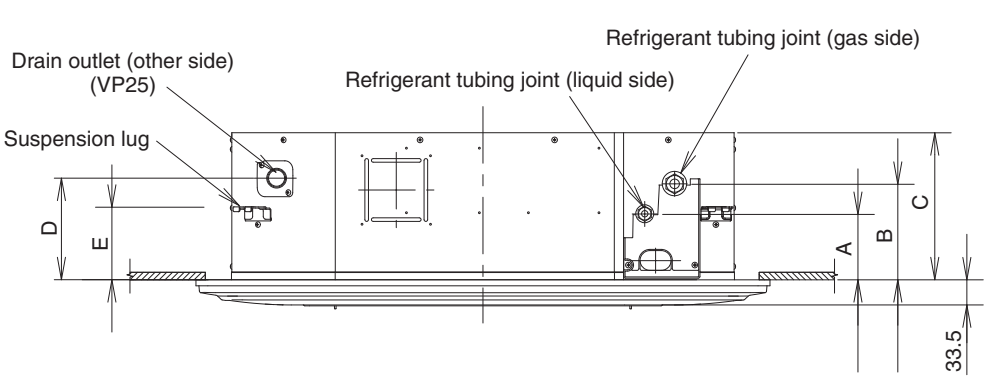

Fig. 2-31
(3) Determine the pitch of the suspension bolts using the supplied full-scale installation diagram. The diagram and table (Fig. 2-31 and Table 2-12) show the relationship between the positions of the suspension fitting, unit, and panel.